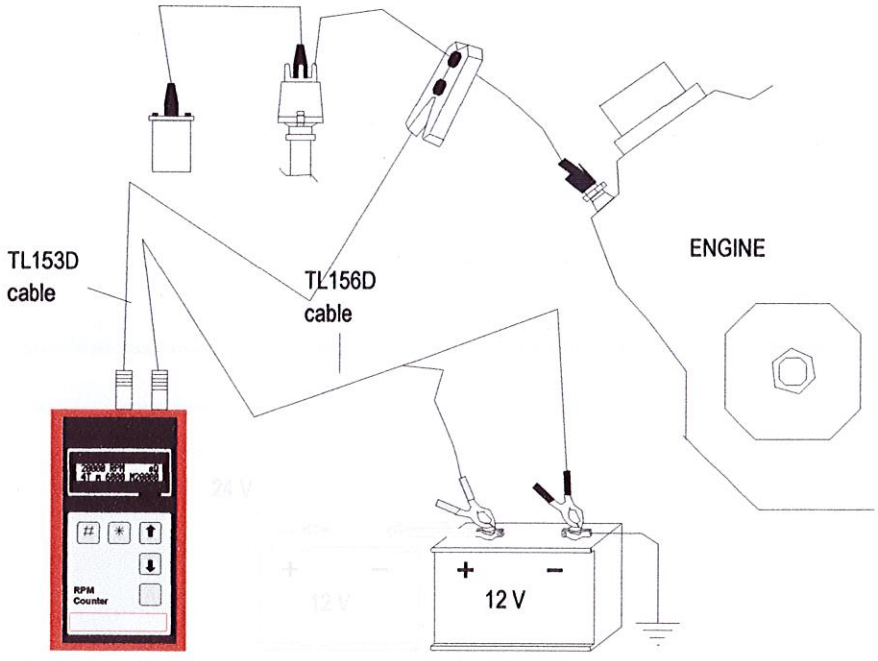

FIG. 3
9.1 Clean a straight part of the injection tube of about 1 cm by removing possible paint with a special liquid or a thin abrasive cloth (fig. 3).